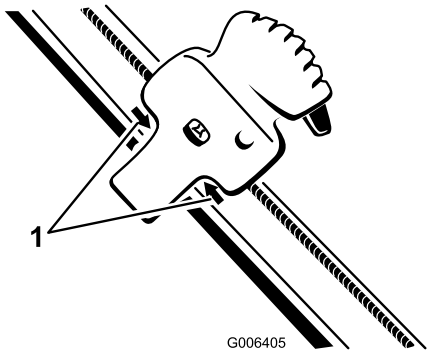

Figur 39
2. Still inn Quick Shoot-kontrollen mellom de to pilene plassert på høyre side av det øvre håndtaket (Figur 39).